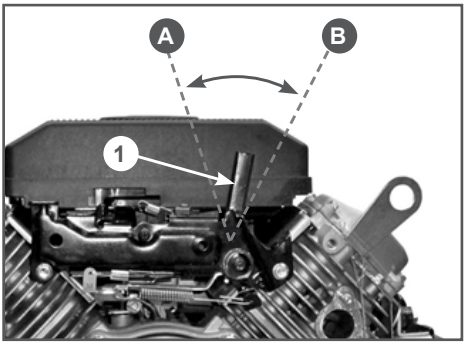

Рис. 7 Рычаг газа G680HKE (вид со стороны вала)
4. Переведите рычаг газа на 1/3 хода в сторону положения максимальных оборотов двигателя (Рис. 7 и 8). Для наглядности, на Рис. 7 показан двигатель G680HKE без глушителя.